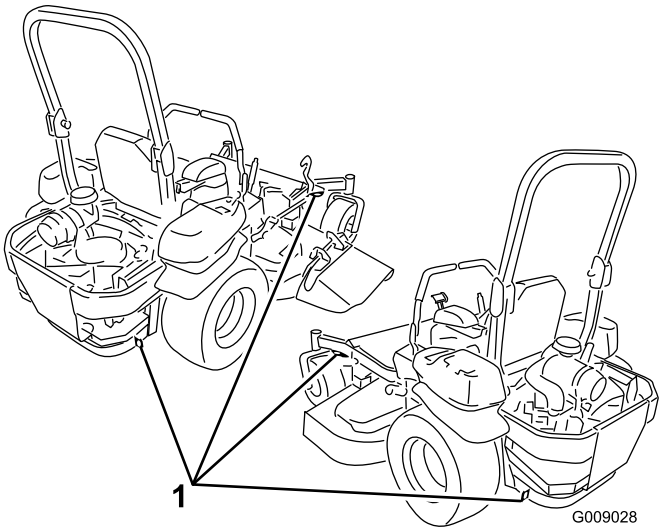

**Figure 36**
5. Use the metal tie down loops on the machine to securely fasten the machine to the trailer or truck with straps, chains, cable, or ropes (Figure 36).